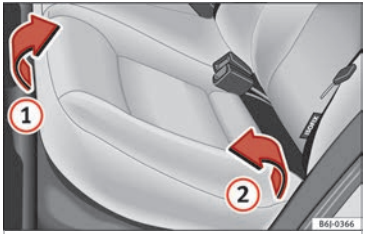
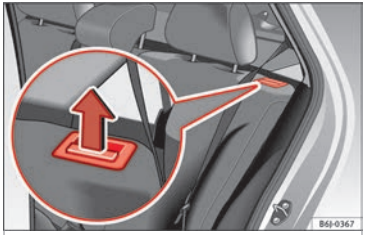

Fig. 135 Folding up the rear seat cushion.
Fig. 136 Button for unlocking the rear backrest.
– Pull the front edge of the seat cushion ››› **Fig. 135** (1) upwards in the direction of the arrow.
– Lift the cushion (2) forwards in the direction of the arrow.
– Pull the release button ››› **Fig. 136** in the direction of the arrow and fold the backrest forwards.